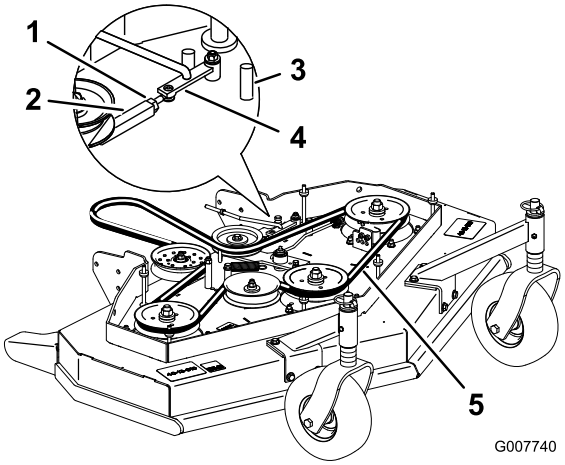

Figura 44
3. Afloje la contratuerca del tensor (Figura 44).
4. Gire el tensor hacia la parte trasera del cortacésped para aumentar la tensión de la correa. Gire el tensor hacia la parte delantera del cortacésped para reducir la tensión de la correa (Figura 44).